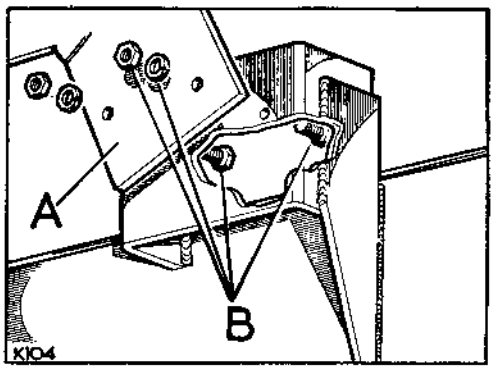

**Fig. H1-104. Hand brake lever fixings**
4. RHStg models—Fit the hand brake lever to the chassis. See Fig. H1-104.